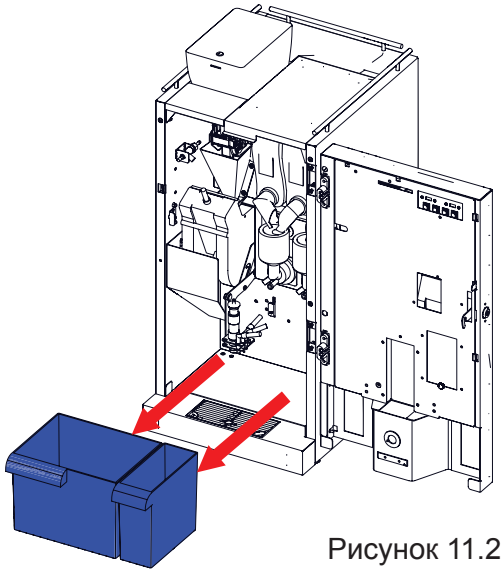

Рисунок 11.2
11.2.1.3 Контейнеры для отходов (см.рис.11.2)
4. Произведите разборку, очистку и сборку капучинатора (см.рис.11.2):